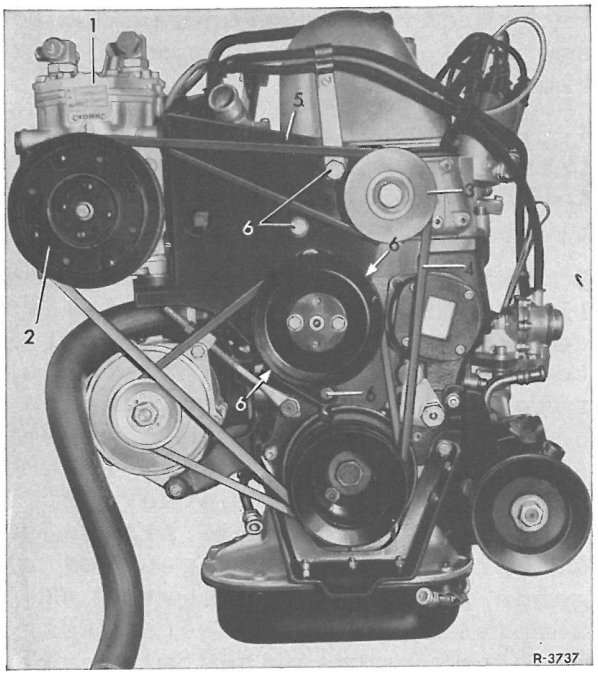

Fig. 83-12/1
2 Befæstelsesskruer resp. møtrikker (6) til kompressorens holder efterspændes (kun hver 2000 km) (fig. 83-12/1 til 4).
3 Klimaanlægget tæthedsprøves. Hertil skal anlægget - med igangværende motor - være fuldt indkoblet. Gennem inspektionsglasset kontrolleres, om glasset er klart, og om kuldemidlet strømmer uden blærer (fig. 83-11/4). Et klart skueglas viser, at anlægget kan være helt fyldt, overfyldt, eller fuldstændig tomt. Derfor skal man ved koldluftsudgangen (2) måle temperaturen (fig. 83-12/5). Såfremt udgangsluften er uafkølet, er anlægget tomt. I så fald skal anlægget straks standses, da kompressoren ellers tager skade.